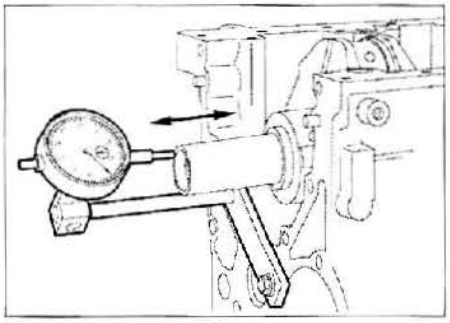

FIG. 60
• Comprobar el juego axial del cigüeñal **(fig. 60).** Si está fuera de las tolerancias (ver "Características"), medir el espesor de los separadores del juego axial y cambiarlos en caso necesario. Si los separadores son correctos, examinar el cigüeñal y el bloque motor.